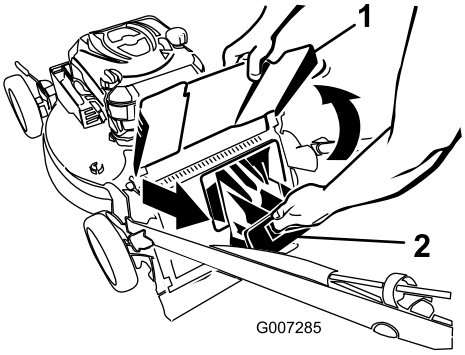

Figur 30
1. Hev og hold oppe utslippsavlederen (Figur 30).
2. Trekk ut bakre utslippsplugg (Figur 30).